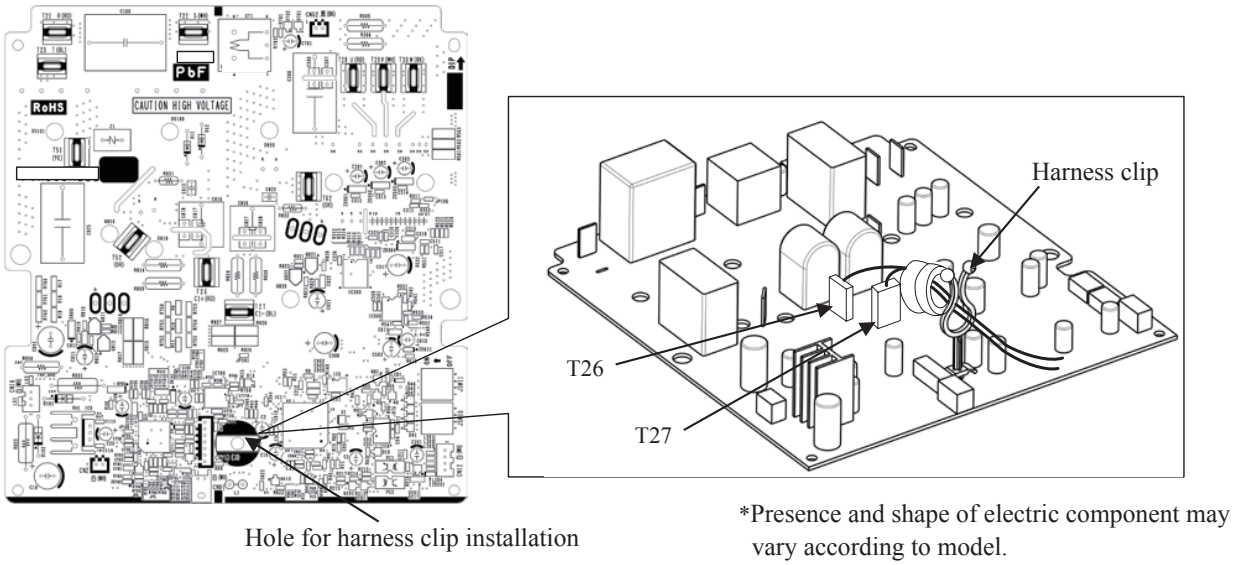

Fig.4 Fix the harness on the harness clip
8) Install the harness clip on the inverter PCB as shown in Fig.4, and fix the harness.